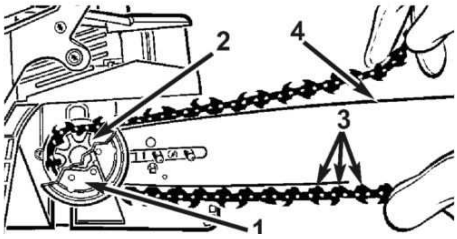

Рис.12
• Зацепите цепь за ведущую звездочку **2** (рис.12) пилы за муфтой сцепления **1** (рис.12).
• Вставьте зубья **3** (рис.12) направляющих звеньев в паз **4** по всему периметру шины.